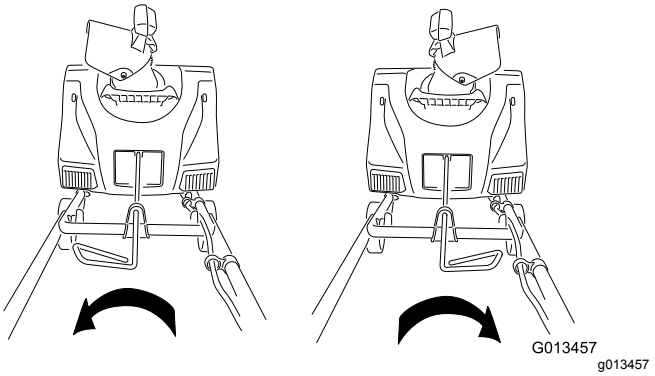

Figura 7
6. Spostate la stegola sull'asta di comando del camino per verificare che si sposti nella stessa direzione del camino stesso (Figura 7).
Per regolare il camino di scarico, spostate la stegola sull'asta di comando del camino nella stessa direzione in cui intendete orientare il getto di neve (Figura 6 e Figura 7).